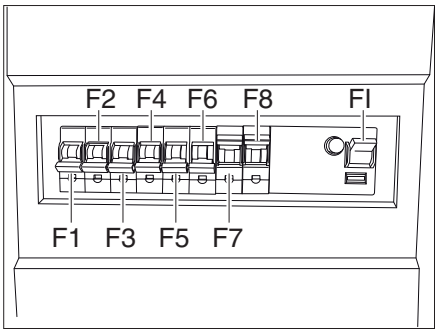

Fig. 182 Fuse box
- Switch on the fuses F4-F6 (Fig. 182).